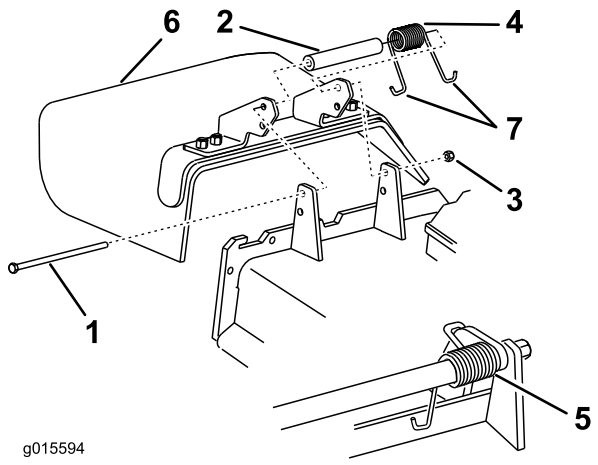

Figur 97
1. Ta bort låsmuttern, bulten, fjädern och distansbrickan som håller fast gräsriktaren på tappfästena (Figur 97). Ta bort den skadade eller slitna gräsriktaren.
Obs: Se till att fjäderns ena **J** ände sitter bakom däckkanten innan du monterar bulten i enlighet med Figur 97.
3. Montera bulten och muttern. Placera fjäderns ena **J** krokformade ände runt gräsriktaren (Figur 97).